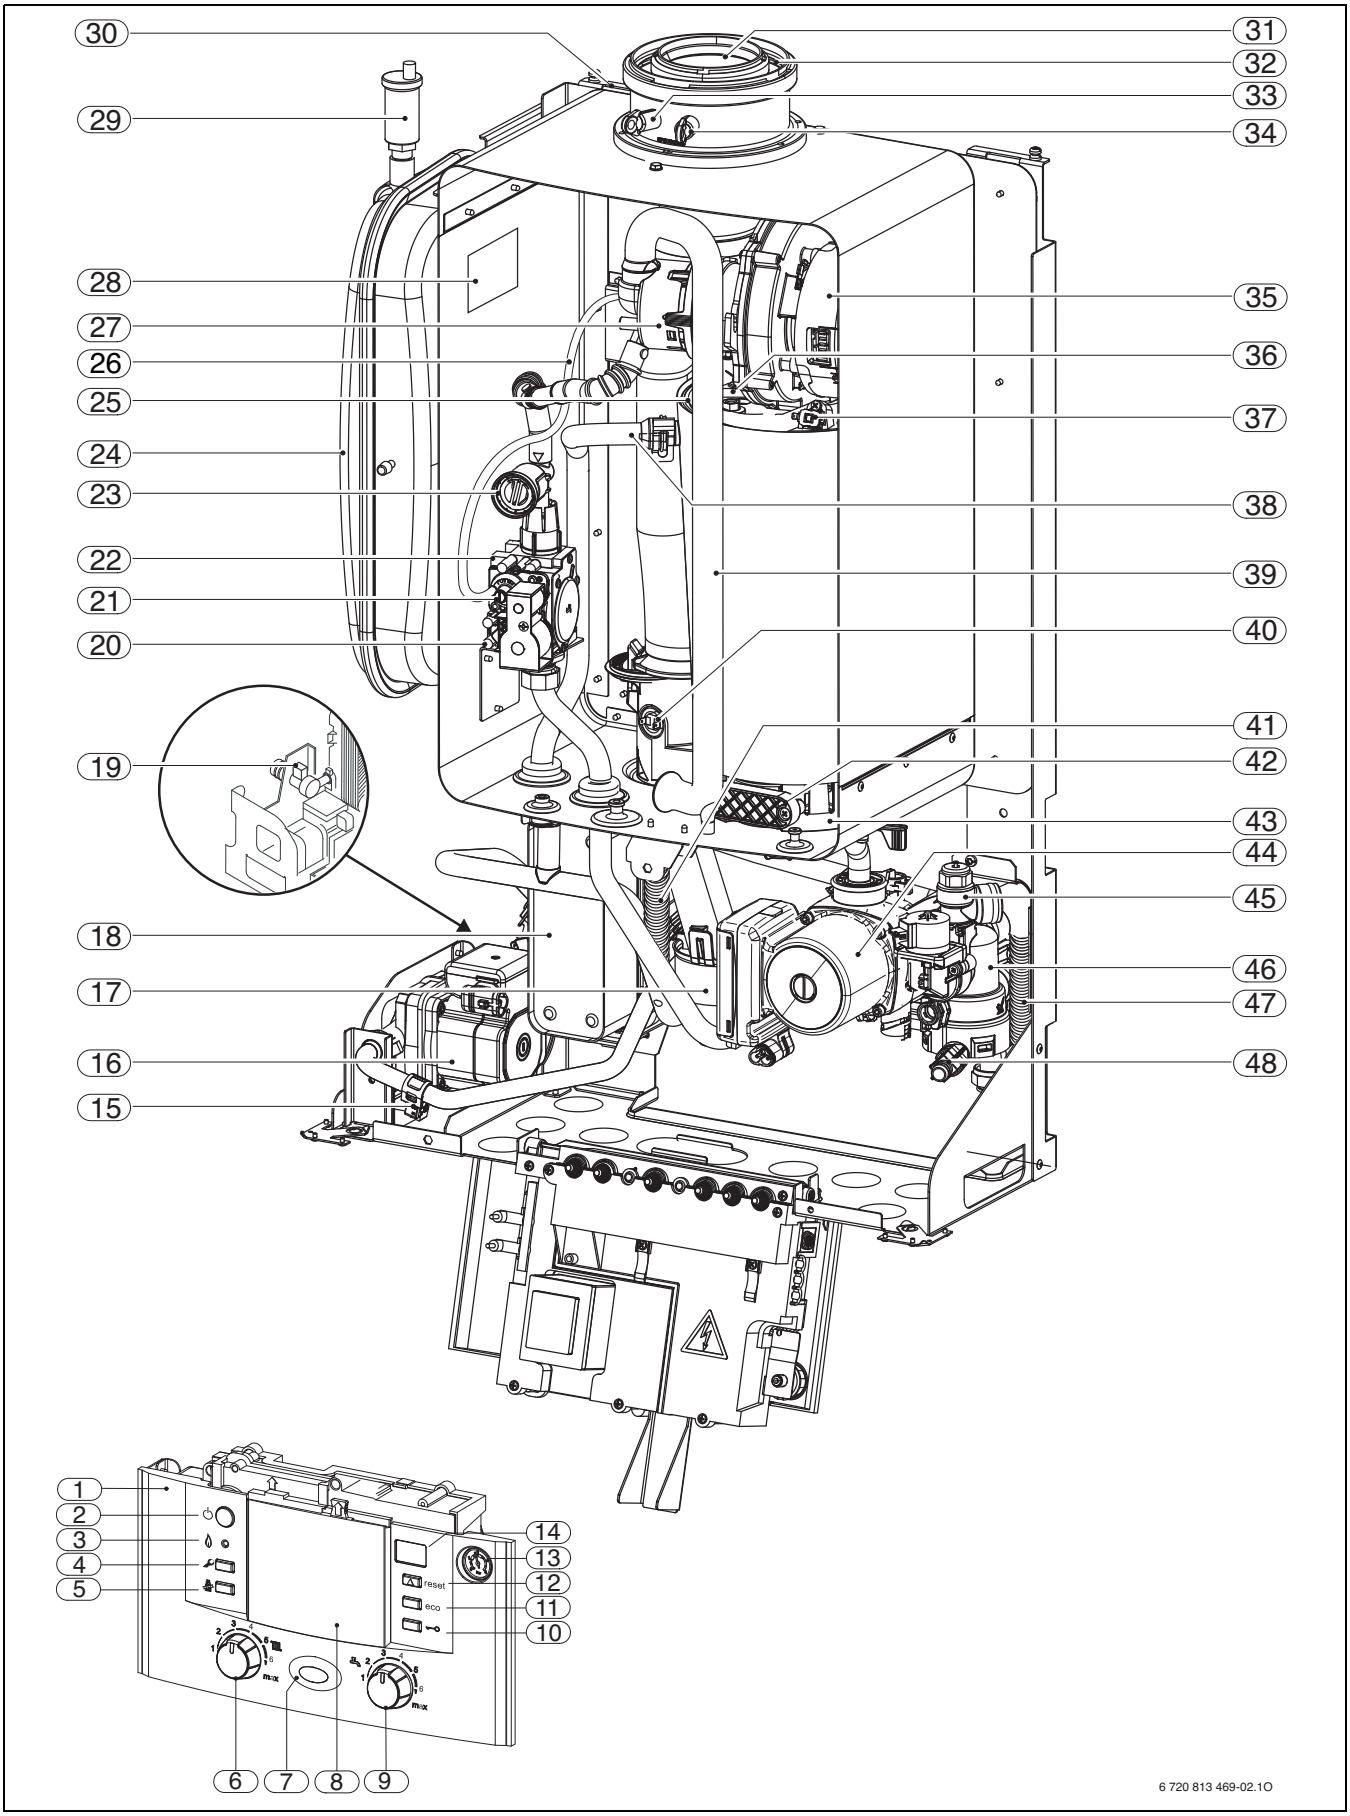

Bild 3 Heizgerät
Das Typschild (27) befindet sich innen links im Luftkasten (→ Bild 3, Seite 8).
Legende zu Bild 3: